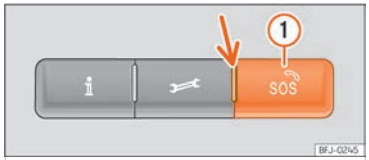

Fig. 42 On the roof console: controls for voice services
The following voice services can be run by pressing the buttons ℹ, 🔧 and SOS ››› Fig. 42:
There is a control lamp on the control ››› Fig. 42 (arrow). It shows the following statuses:
1. Press and hold the emergency call button for a few seconds ››› Fig. 42 (1).
Depending on the equipment and the country, the vehicle may be fitted with an emergency call system. In some countries, the free public emergency call system is activated by default. The control element is located on the roof console ››› Fig. 42.